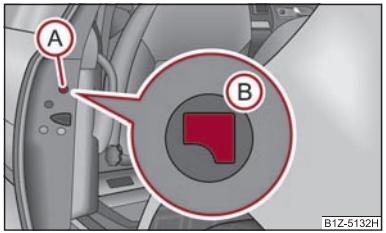

Fig. 26 Portière arrière: Verrouillage de secours de la portière
– Déposez le cache (A) ⇒ fig. 26.
– Insérez la clé dans l'ouverture sous le cache et poussez la manette de blocage (B) vers l'intérieur jusqu'à la butée.